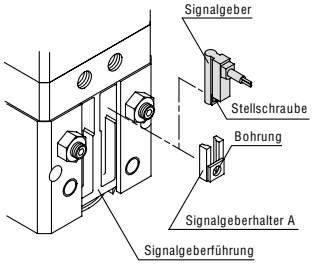

Abb. 2
1. Führen Sie Halter A in die Signalgeberführung an der Greifereinheit ein (Abb. 2).